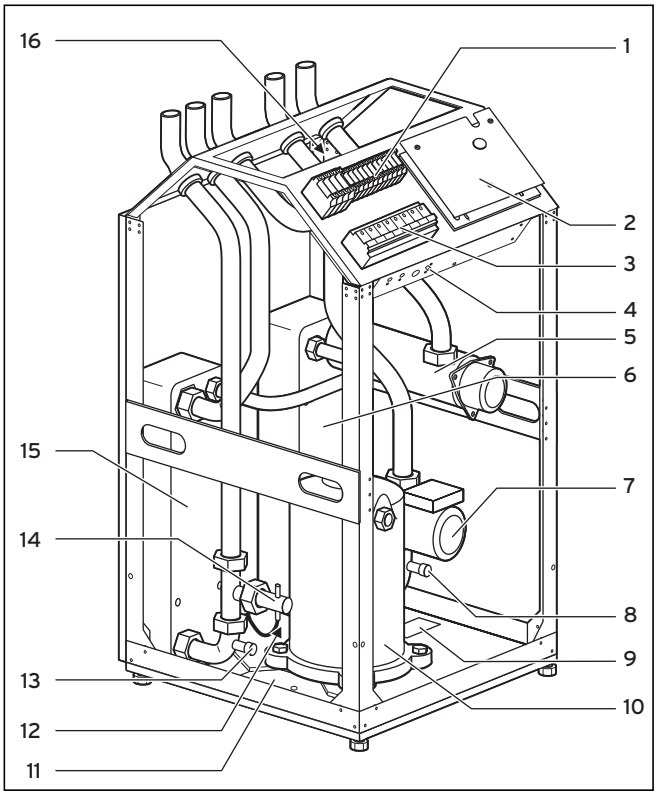

**Afb. 2.7 VWW – vooraanzicht geopend**
Om het ontstaan van condenswater binnenin het toestel te verhinderen, zijn de leidingen van het warmtebroncircuit en het koelmiddelcircuit tegen kou geïsoleerd. Indien er toch condenswater optreedt, wordt het in een condensbak (zie afb. 2.7) verzameld en onder het toestel geleid. Druppelvorming onder het toestel is dus mogelijk.
**Legenda bij afb. 2.7**